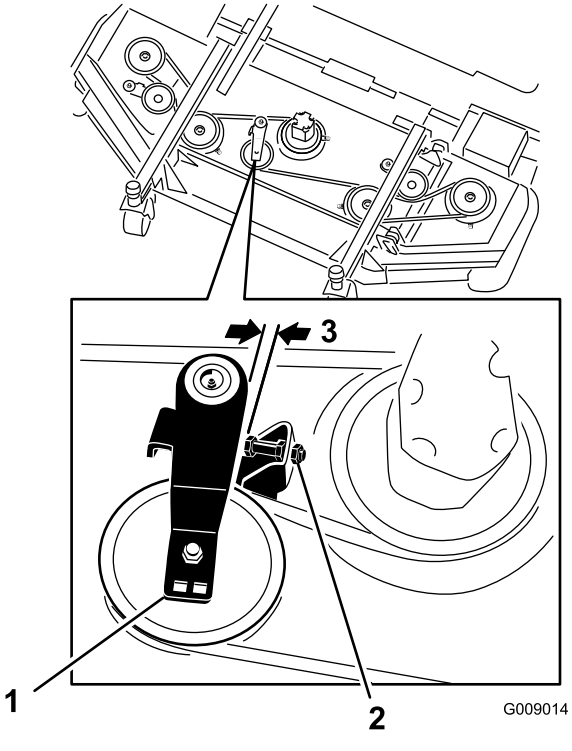

Figur 114
3. På frontskjoldet, midterposition, løsnes kontramøtrikkerne på styreremskivens stopskrue, og stopskruen skrues ind i beslaget (Figur 114).
4. Brug en skraldenøgle eller et lignende stykke værktøj til at flytte hver af de sidemonterede skjoldes remskiver væk fra drivremmen for derved at løsne remspændingen og lade remmen glide af de sidemonterede skjoldes remskiver (Figur 114).